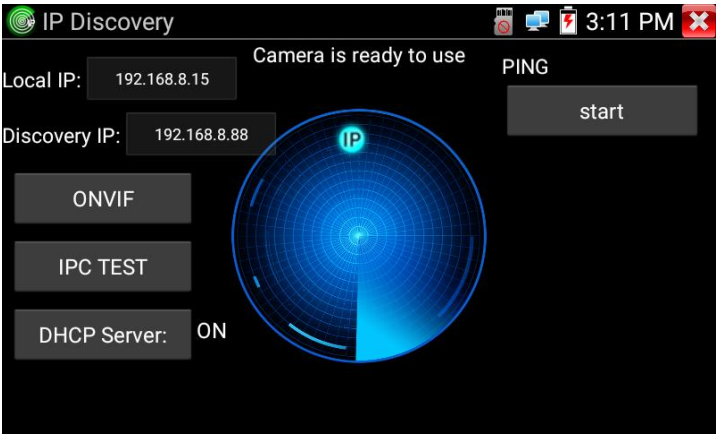

Рис.12 Приложение IP-Discovery
1. Самый быстрый и эффективный способ – с помощью приложения IP-Discovery (рис.12), которое находится в папке «IP Camera Test» на рабочем столе тестера.